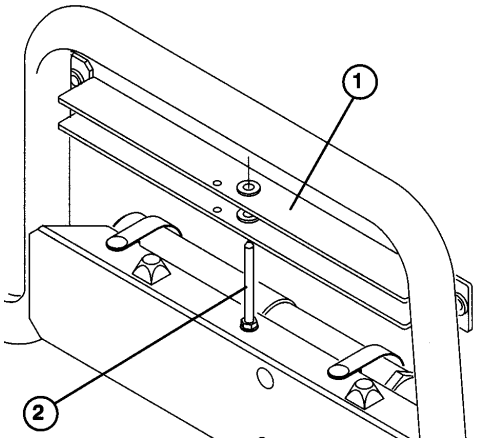

Afbeelding 16
2. Verwijder de veiligheidssteun voor de laadvloer van de opbergplaats die zich boven op de steunbuis van de rugsteun van de Workman bevindt (Afb. 16).